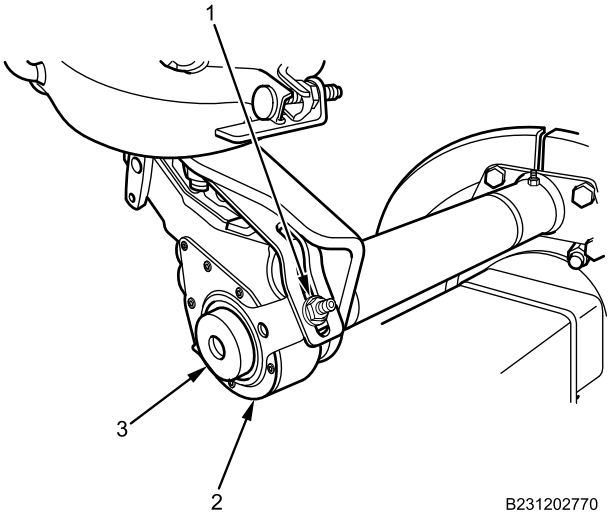

Figure 3. One-Pin Slack Adjuster Removal.
3. Remove nut (Figure 3, Item 1) and slack adjuster assembly (Figure 3, Item 2) from brake S-camshaft (Figure 3, Item 3).